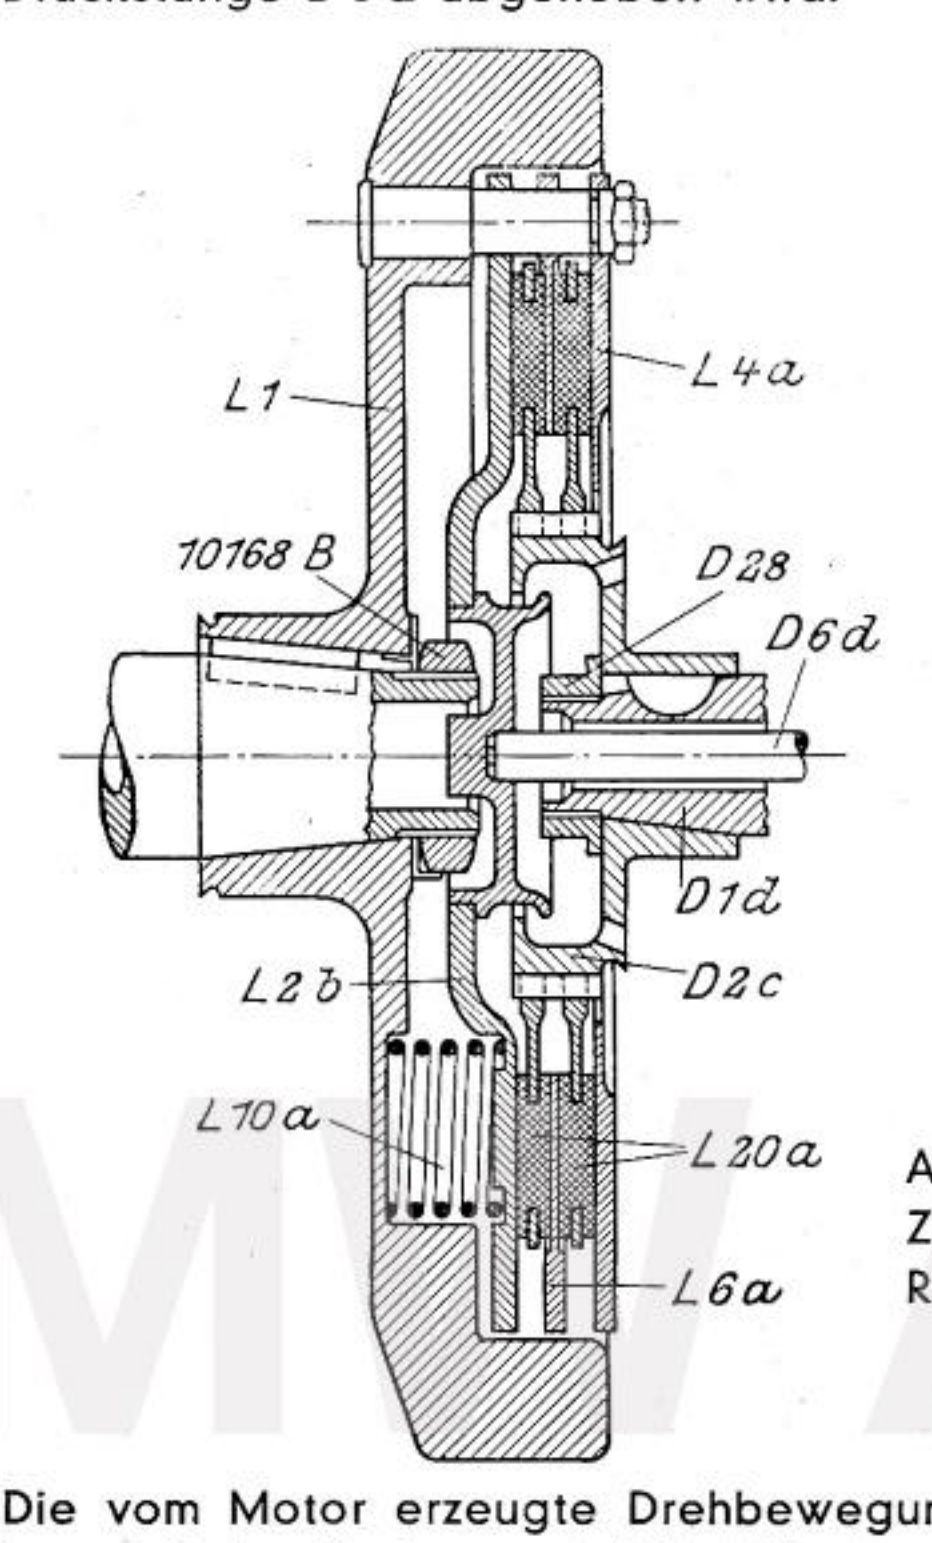

Abb. 17
10. Kupplung: Als Kupplung dient eine in Abb. 17 im Schnitt gezeigte Zweischeiben-Reibungskupplung. Der treibende Teil derselben ist das Schwungrad **L 1,** das auf dem konischen Zapfen der Kurbelwelle sitzt und mittels Keil und Mutter **10168 B** gesichert ist. Sechs in Vertiefungen des Schwungrades **L 1** und Drucktellers **L 2 b** angeordnete Kupplungsfedern **L 10 a** pressen letzteren gegen beiderseitig mit Reibbelag versehene Kupplungsplatten **L 20 a,** die durch eine ebenfalls treibende Zwischenscheibe **L 6 a** getrennt sind. Hierdurch drückt die hintere Kupplungsplatte gegen die nicht verschiebbare Schlußscheibe **L 4 a** und wird von dieser mitgenommen. Die Kupplungsplatten **L 20 a,** die auf der Kupplungsklaue **D 2 c** sitzen, übertragen somit die Drehung der Kurbelwelle auf die Hauptwelle **D 1 d** des Getriebes.